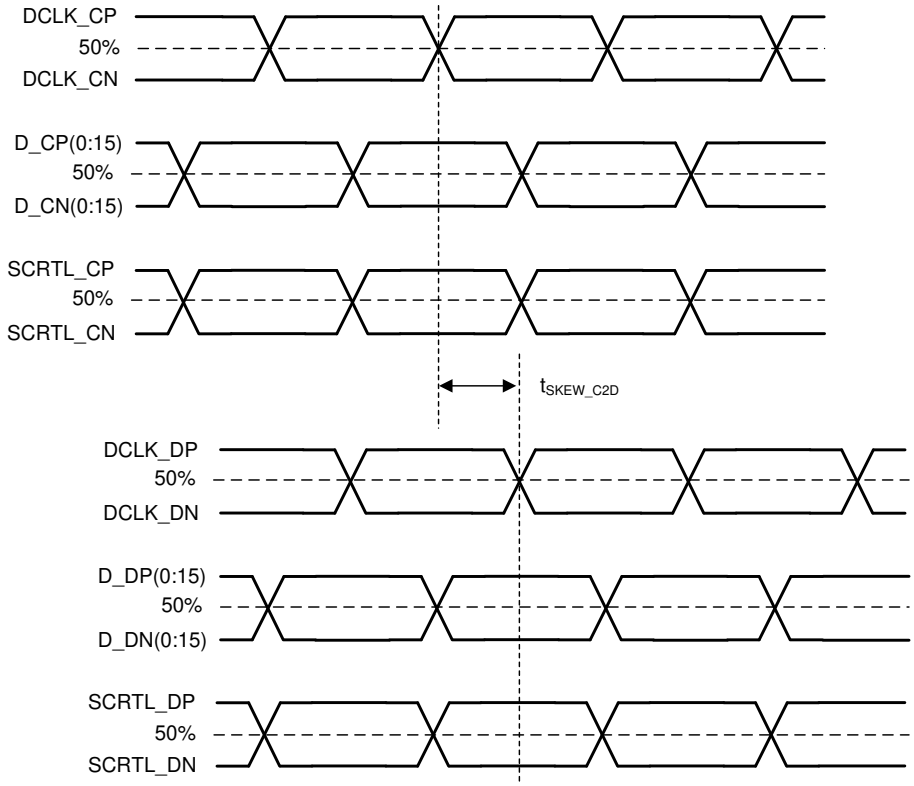

图 6-8. LVDS Skew Parameters
(5) See Figure 6-8.
(6) Channel C (Bus C) includes the following LVDS pairs: DCLK_C, SCTRL_C, and D_C
(7) Channel D (Bus D) includes the following LVDS pairs: DCLK_D, SCTRL_D, and D_D.